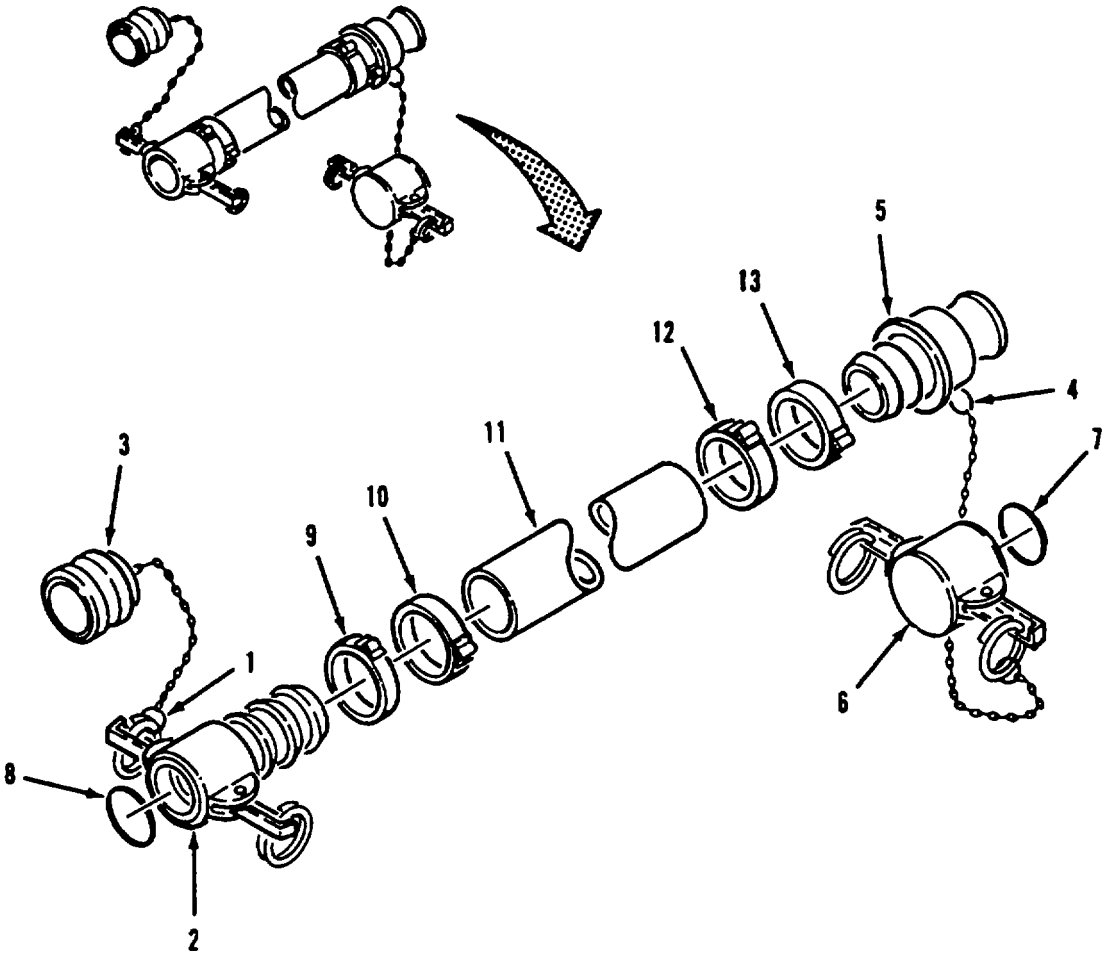

Figure 4-4. Discharge and Suction Hose Disassembly
a. Disassembly. Refer to Figure 4-4.
(1) Disconnect split ring (1) from female coupling (2) and remove dust plug (3).
(2) Disconnect split ring (4) from male coupling (5) and remove dust cap (6).
(3) Remove gasket (7) from dust cap (6).
(4) Remove gasket (8) from female coupling (2).
(5) Cut strapping (clamps) (9 and 10) from hose (11). Pull female coupling (2) from hose.
(6) Cut strapping (clamps) (12 and 13) from hose (11). Pull male coupling (5) from hose.
(1) Push male coupling (5, Figure 4-4) and female coupling (2) into hose (11).